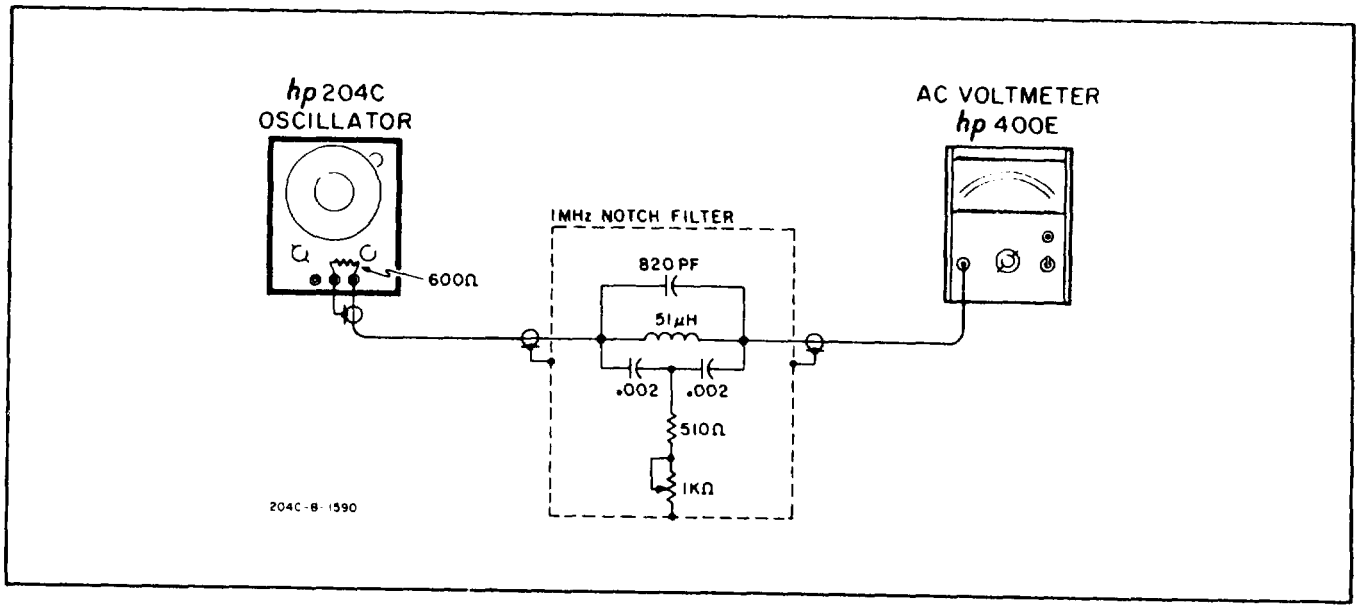

Figure 5-3. 1 MHz Distortion Check
i. Connect the equipment as shown in Figure 5-3.